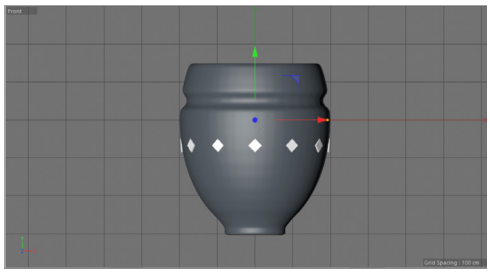

Figure 3-88 *Cloner placed on vase*
6. In the Attribute Manager, choose the **Transform** button and enter **-67** in the **P.Y** spinner in the **Transform** area. Next, enter **-6** and **-45** in the **R.P** and **R.B** spinners, respectively. *Cloner* is placed on *vase,* as shown in Figure 3-88.